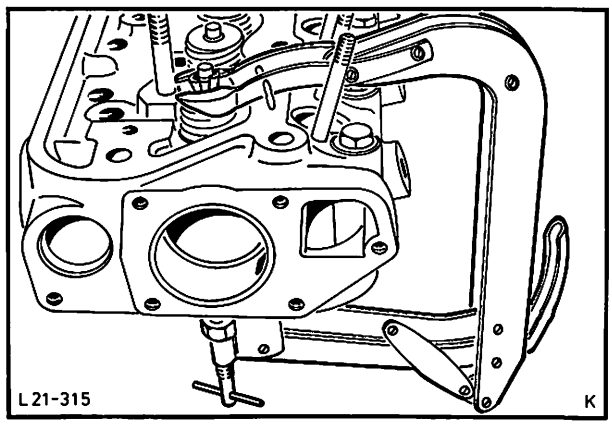

Abb. 121 Ventilfedern und Ventilteller mit Ventilfederspanner zusammendrücken
5. Ventilfedern und Ventilteller mit einem handelsüblichen Ventil-Federspanner zusammendrücken und Ventilfederkeile entnehmen, Abb. 121.